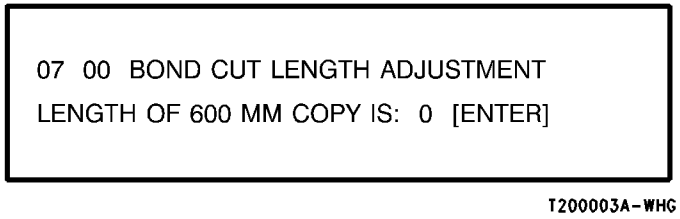

**Figure 2 Media Select**
6. ( Figure 2): Select the type of media. The following message is displayed. (In this example, bond paper media has been selected.)